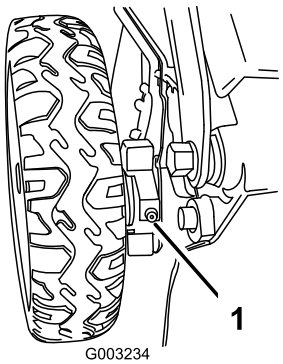

Figur 40
1. Torka av smörjnipplarna precis innanför bakhjulen med en ren trasa (Figur 40).